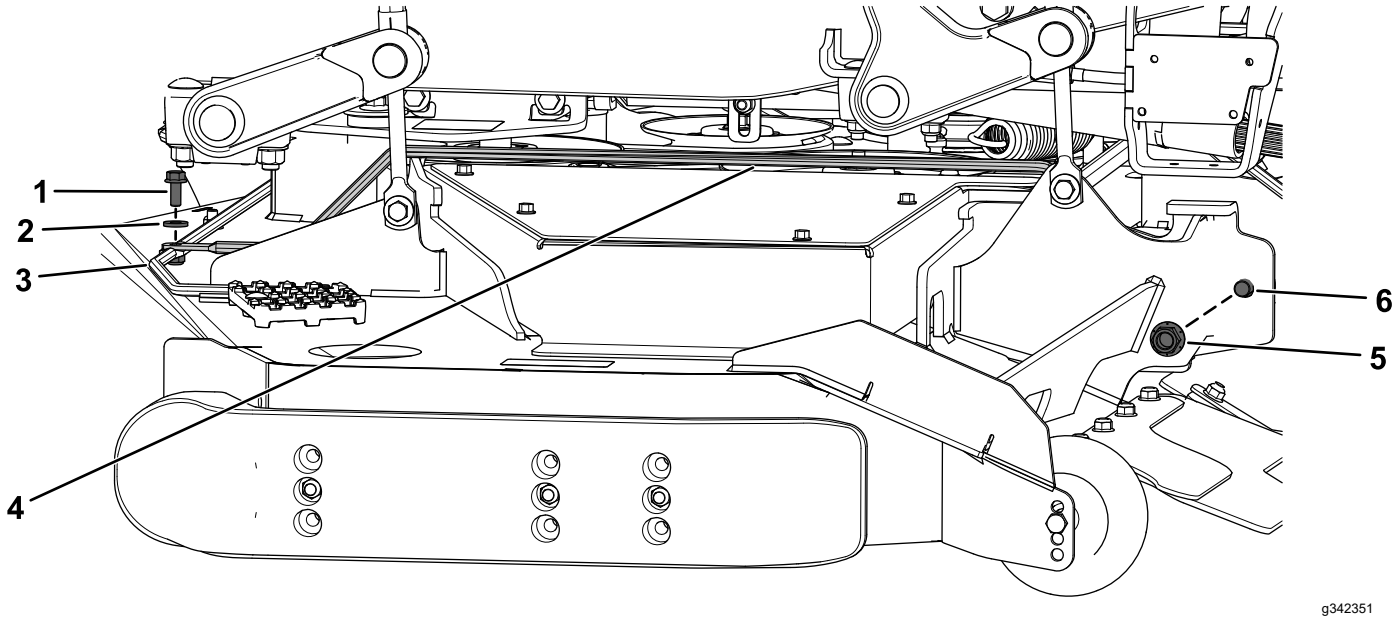

Figuur 20
7. Bevestig de steunstang links onderaan aan de voorste steunstang onderaan met de eerder verwijderde zeskantbout (½" x 2½") en borgmoer (½") en 1 nieuwe flenskopbout (5/16" x ¾"), 1 ring en 1 flensmoer (5/16") zoals getoond in Figuur 20.